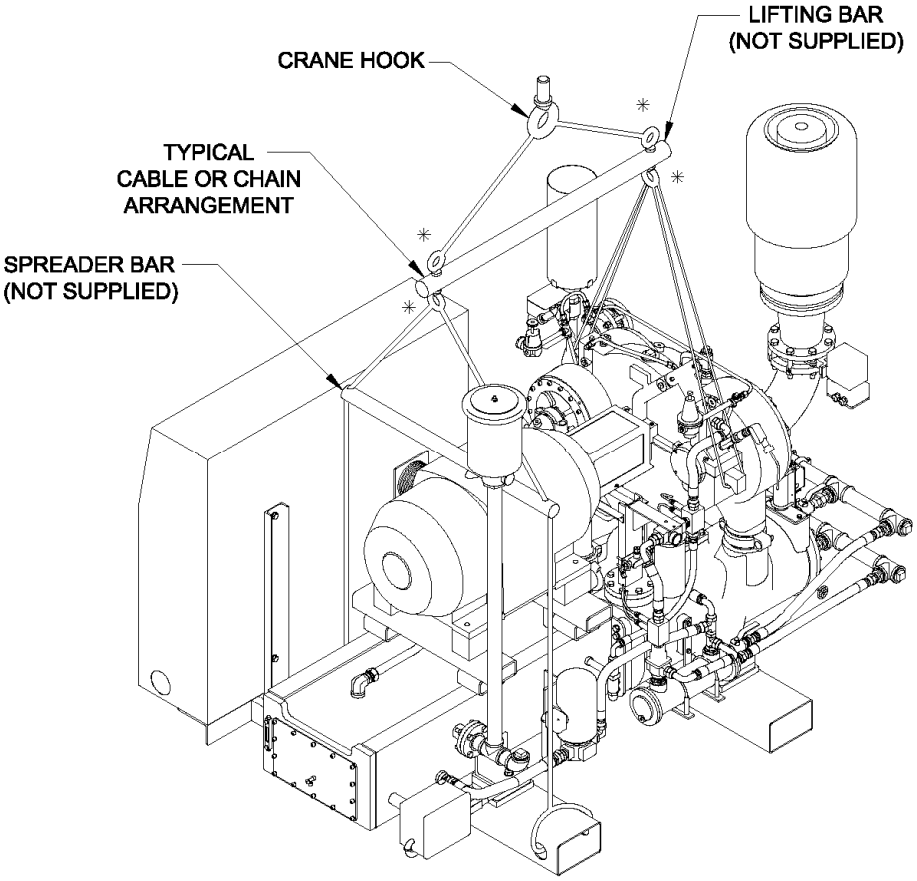
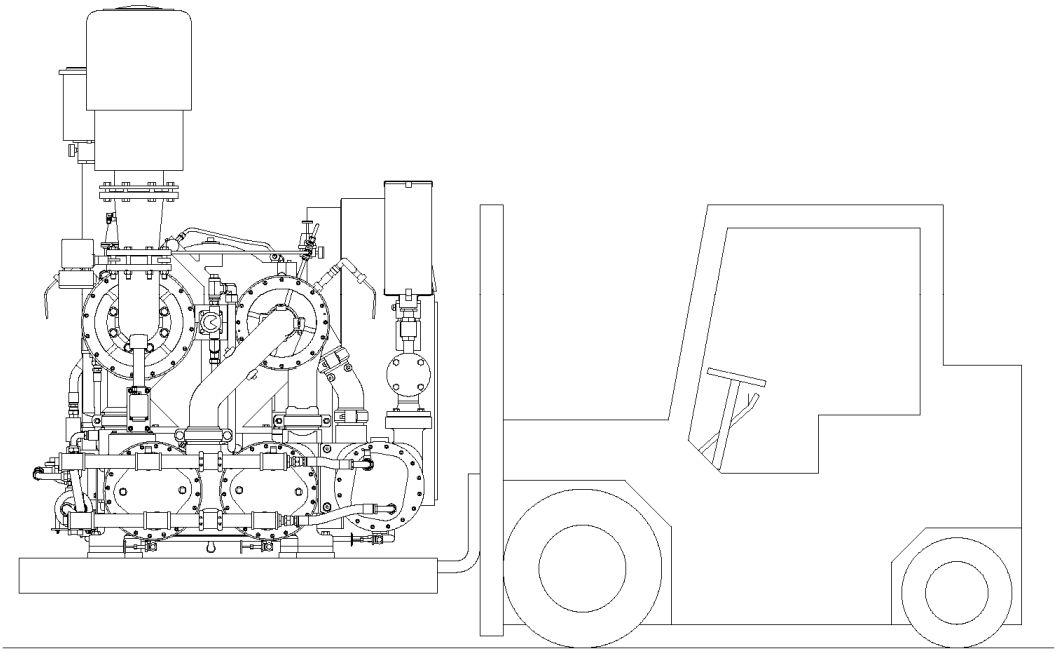

FIGURE 1-1
FIGURE 1-2
Polaris 300 compressor units have four (4) lifting points as shown in Figure 1-1. Do not attempt to lift unit with any other procedures or points than those specified in Figure 1-1 or the use of a forklift in Figure 1-2. A safety hazard or unit damage may otherwise result.
A forklift can be used by inserting the forks into the box beams under the baseplate as shown in Figure 1-2. Do not attempt to lift the unit with forks in any other orientation. A safety hazard or unit damage may otherwise result.